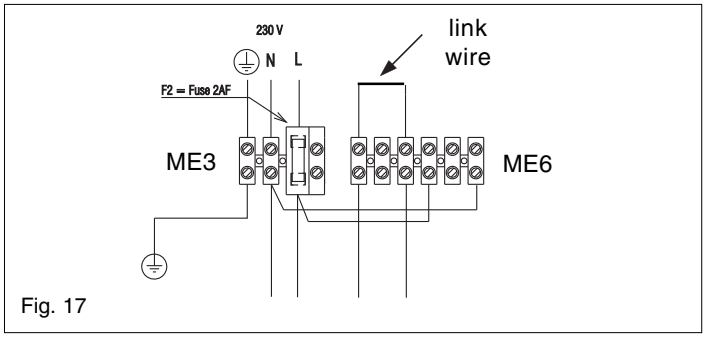

Fig. 17
4.7.3 CONNECTING THE MAINS (230V) INPUT (see fig. 17)
Locate and remove the screw securing the right terminal block cover (230V). Pass the cable through the cable anchorage point. Connect the supply cable wires (LIVE, and NEUTRAL) to their corresponding terminals on the appliance terminal block. Connect the EARTH wire to the EARTH block (see fig. 17) ensuring that it's left slightly longer that the others, this will prevent strain on the EARTH wire should the cable become taut.